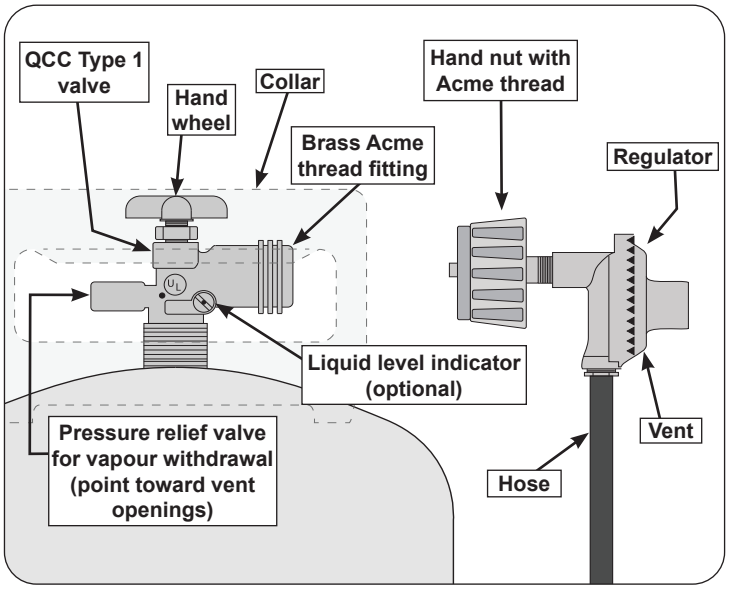

Fig. 7-1 Type I Acme thread coupler
d. The cylinder used must include a collar to protect the cylinder valve. The cylinder supply system must be arranged for vapour withdrawal. See Fig. 7-1.
e. When used with a cylinder, the gas supply system must be used with a pressure regulator. The pressure regulator and hose assembly **(not supplied)** used must match the specification for Type I by ANSI Z 21.58/CGA 1.6 and must comply with UL 144 as a part of the self-contained LP gas supply system (see Fig. 7-1).
To disconnect: Turn the hand nut counterclockwise until detached (Fig. 7-1).